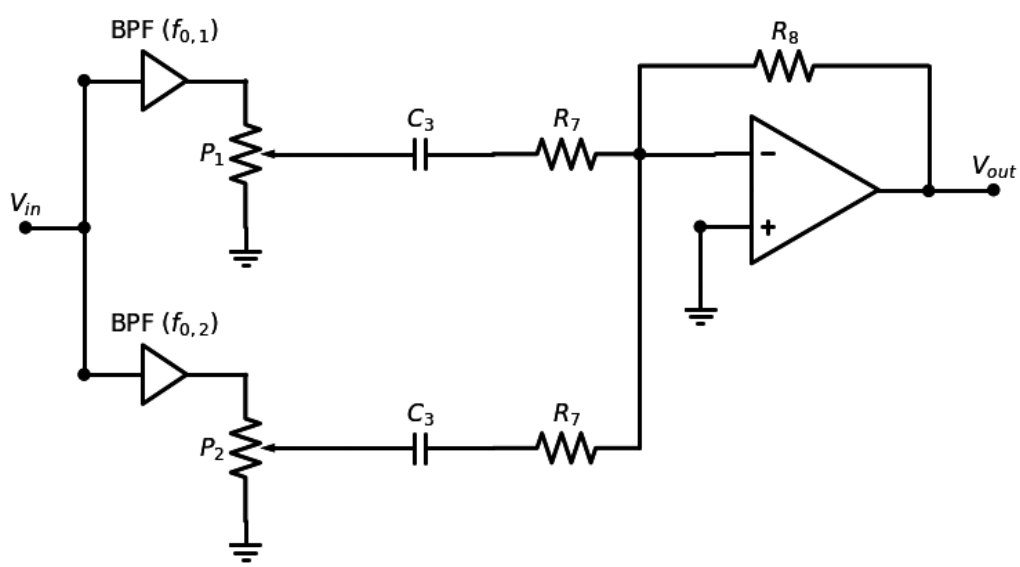

Figure 3: Equalizer circuit. Each bandpass filter (BPF) represents Figure 1.
An equalizer allows someone to adjust the volume of various frequencies in audio recording. A full equalizer would have many filters to allow the reduction of unwanted noise and the ability to make certain frequencies more prominent. Our very simple equalizer is in Figure 3. It consists of a 20 kΩ potentiometer (to control the strength of the signal at a given frequency; think of this as a knob or slider you adjust in a sound studio), a capacitor (to block any DC signals that are present), and a resistor connected to the output of each bandpass filter (to ensure there is adequate resistance in the path for the amplifier to act as desired regardless of the wiper position). These are then connected to a simple op-amp acting as a summing amplifier. You will need the output voltage V_{out} to have a gain of 5 V/V if the wiper of the potentiometer is directly in the center. Depending on the position of the wiper, each frequency will be individually controlled and summed for your final output.
5. Open the file 'generate_noisy_signal_2freq.m' found on Canvas under the "Design Project" module. Replace the frequencies in the file so 'f1' is set to your lower frequency and 'f2' is set to your higher frequency. Run the file in MATLAB. It will generate an output file 'Two_Signal_Vin.txt'. Use that file as the input your source in your LTspice circuit that matches Figure 3. Run a transient simulation with both wipers set to 0.5. Include a single plot in your report showing V_{out} as well as the output from each of the two bandpass filters. Also show the input V_{in}. (There are 4 signals to plot. They can be plotted together or separately; use your best judgement to make them easy to view/understand.) Discuss the output and its accuracy.
i. Figure 3 (or a recreation of Figure 3) is included. **Make sure to cite this document if you use this figure!** A table of resistor and the capacitor values for the circuit of Figure 3. Units are included.